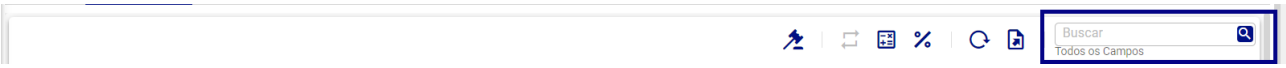

Figura 314: Campo de Busca
- **Campos de Busca (Figura 314):** Possibilita localizar registros específicos no painel superior.